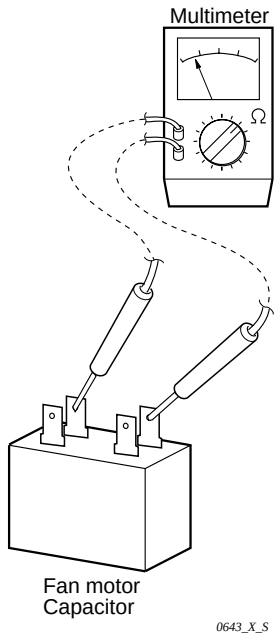

Fig. 4-7
④ **Fan motor capacitor ..... Both in indoor and outdoor unit**
- Disconnect the lead wires from the capacitor terminals, and then place the probe on the capacitor terminals as shown in **Fig. 4-7** Observe the deflection of the pointer, and set the resistance measuring range of the multimeter to the maximum value.